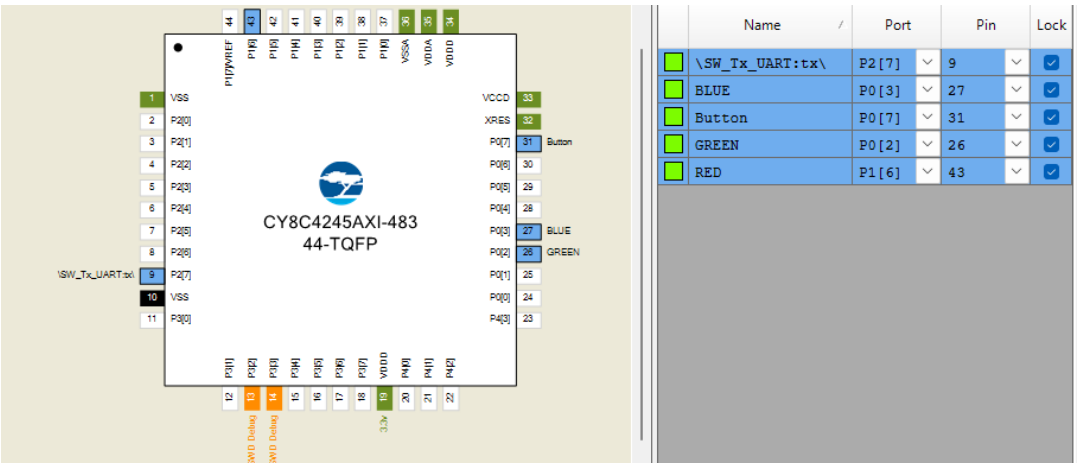

Рисунок 3 – Конфігурація пінів
4) Виконуємо конфігурацію пінів (рис. 3).